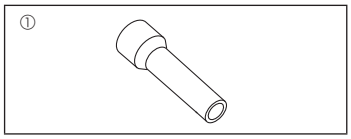

Fig. 1-1
1.6. Accessoires de l'appareil extérieur (Fig. 1-1) (ZM200/250, M200/250)